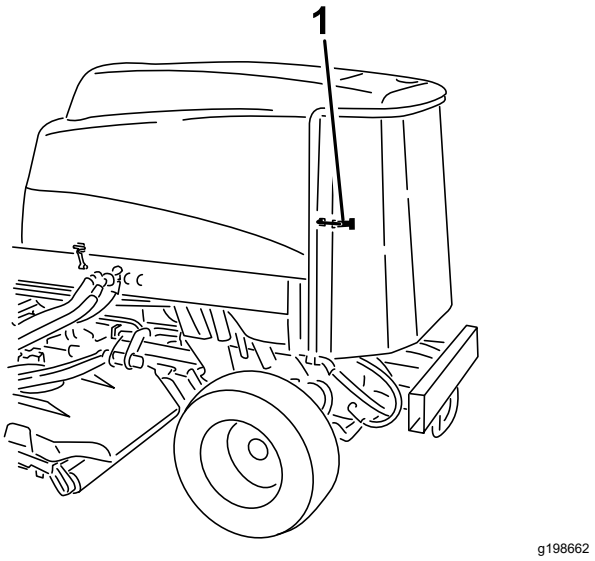

Figur 112
2. Lås opp og sving bakre skjerm åpen (Figur 112).